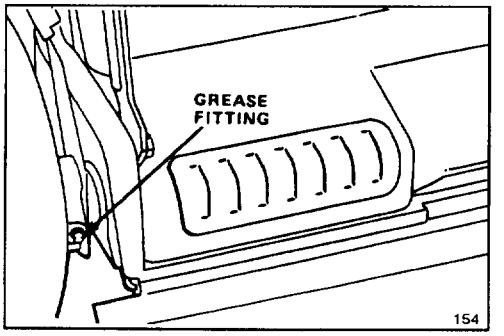

Figure 21
2. Move rear wheel height–of–cut levers to "2" setting. Wipe grease fittings with clean rag (Fig. 21). Install grease gun onto fitting and gently apply 2 or 3 pumps of #2 Multi–Purpose Lithium Base Grease.